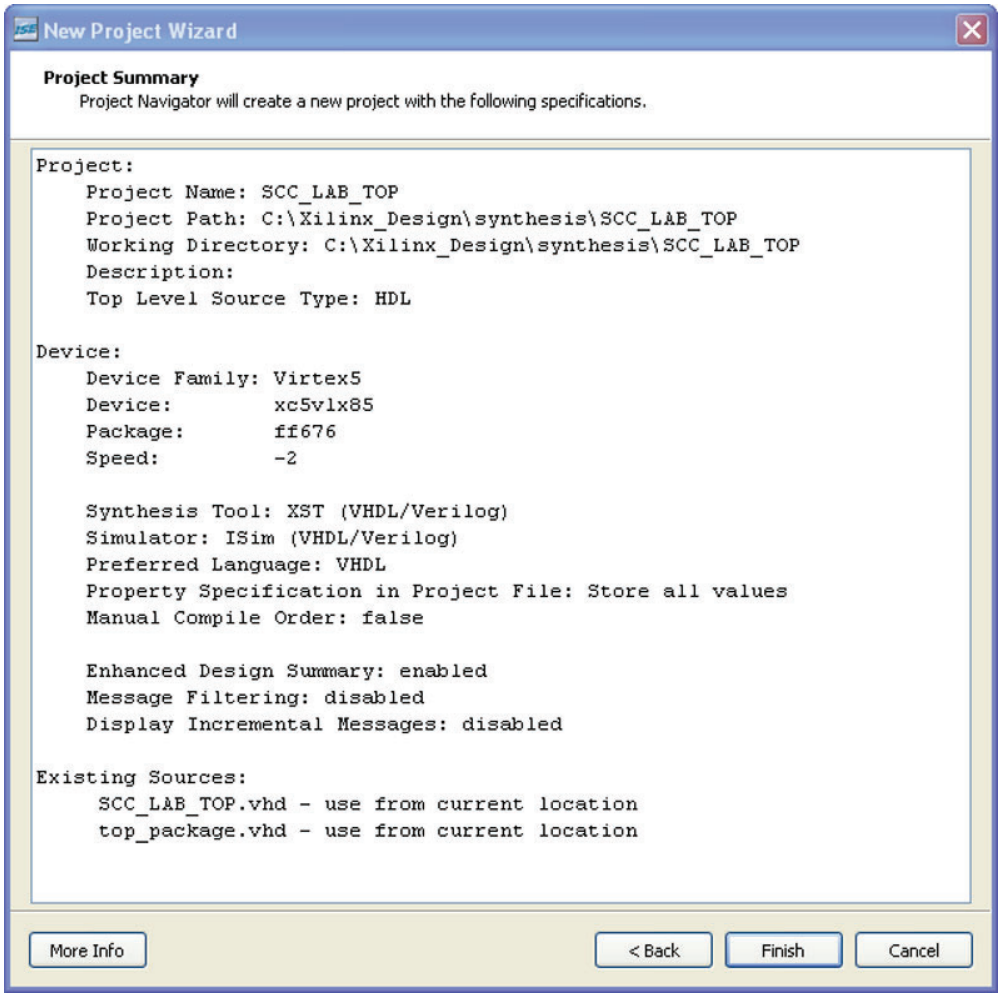

Figure 2-4: **New Project Wizard (Project Summary)**
7. Click **Finish** (see Figure 2-4).